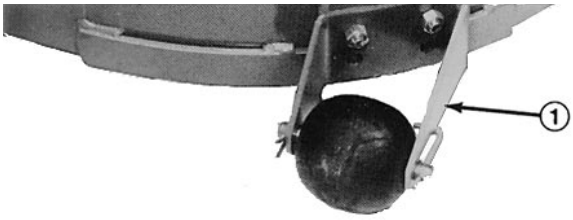

Afbeelding 2
1. Verwijder de moeren waarmee de achterste rollers aan de buitenkant van de maai-eenheid gemonteerd zijn (Afb. 2).